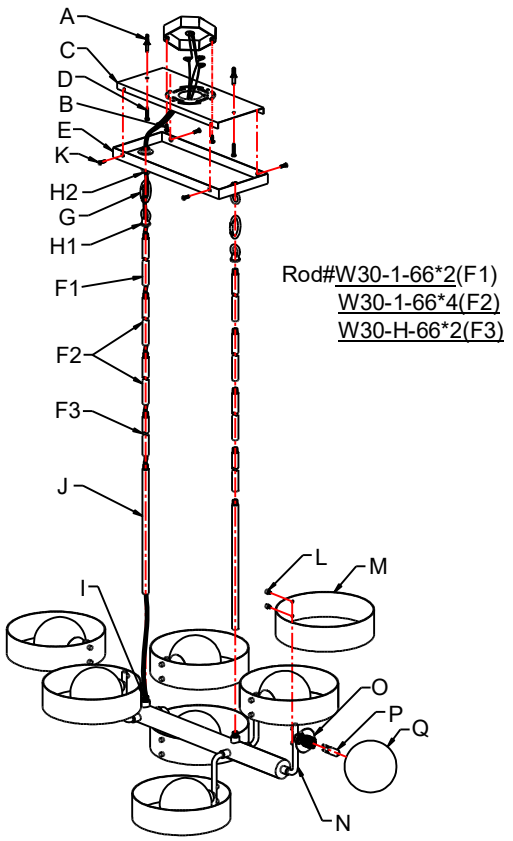

Fig. 2
CONNECTING THE WIRES (Fig. 2)
9. Connect the electrical wires as shown in figure 2, making sure that all wire connectors are secured. If your junction box has a ground wire (green or bare copper), connect the fixture’s ground wire to it. Otherwise, connect the fixture’s ground wire directly to the mounting plate (C) using the green screw provided.